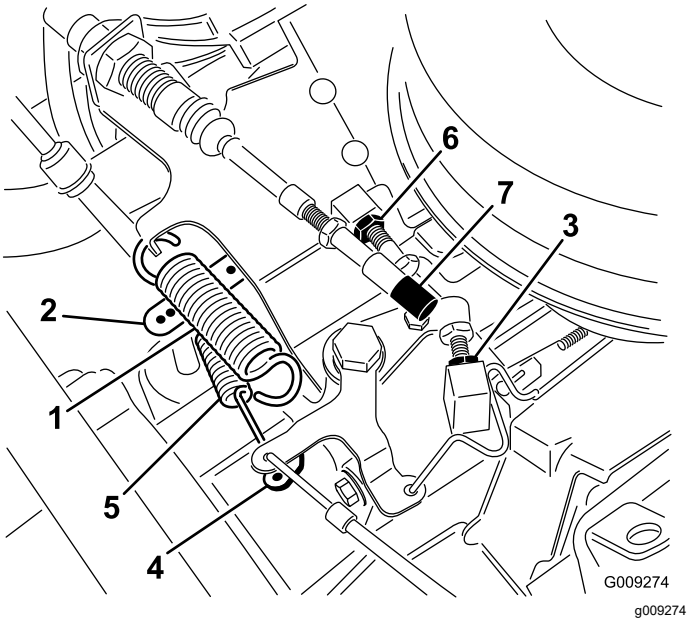

**Figura 60**
2. Con el muelle de retorno instalado, sujete el brazo del regulador del motor hacia el lado del operador de la máquina y ajuste el tope de ralentí bajo hasta que obtenga una distancia de 0.25 mm – 1.25 mm (0.01"–0.05") entre el diámetro exterior del taladro de la palanca del acelerador y el interior del gancho del muelle del regulador (Figura 60).